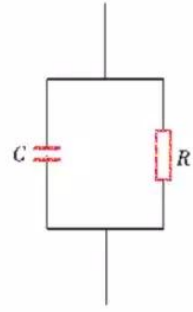

图 1-30
9. 图 1-30 是电容器和电阻器的并联电路，电容量 $C = 100\ \mu F$，电阻 $R = 20\Omega$。请计算干路中的电流频率分别为 100Hz 和 10 000Hz 时电容器和电阻器中的电流比。